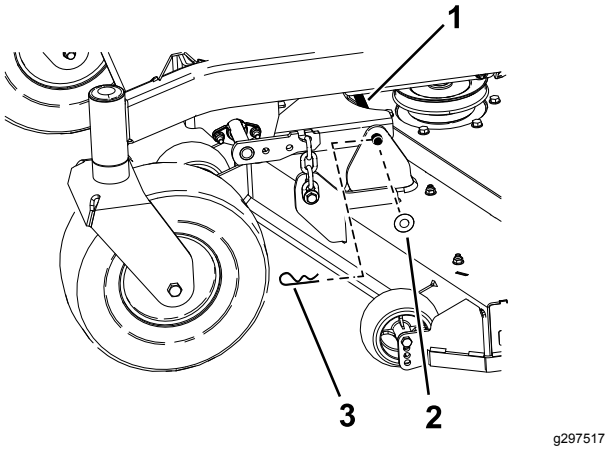

Figur 75
6. Ta bort hårnålssprinten och brickan som fäster länkpinnen till ramen och däcket, och ta bort länkstången (Figur 75).
9. Fäst länkpinnen med hårnålssprintarna och brickorna som togs bort tidigare (Figur 75).